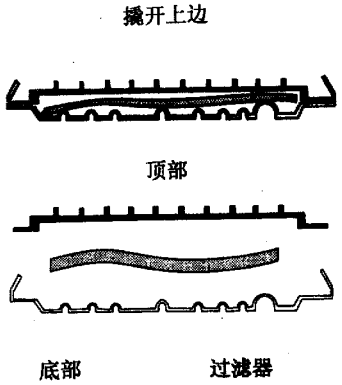

图 4－64　过滤器的检查
(3) 2 档伺服机构和油管的拆卸（如图 4－65）：
①拆下螺栓 141 和 142。
②拆下固定卡子 140、146 和 143。
③拆下伺服机构盖 137 和密封垫 136。
④拆下伺服机构总成 128 至 135。
⑤从活塞推杆 129 上拆下 E 形卡环 135。
⑥从活塞 133 上拆下活塞推杆 129。
⑦拆下封油盖 147。
⑧拆下蓄能器泄油阀 126 和弹簧 125。
⑨拆下油管 139、油封座圈 144 和 O 形圈油封 145。